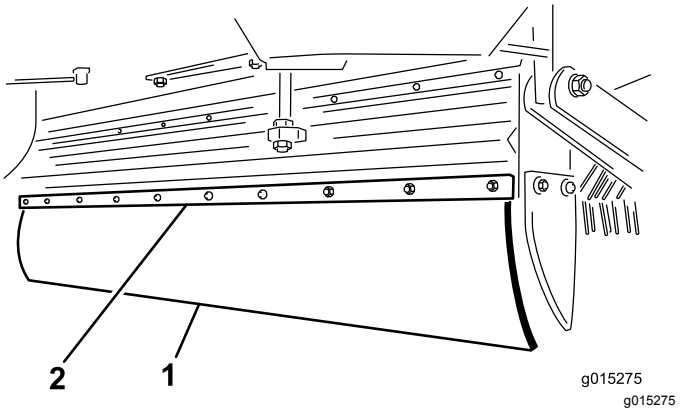

Figure 25
2. Retirez les 10 boulons, rondelles et écrous de montage du déflecteur et de la barre de fixation (Figure 25).